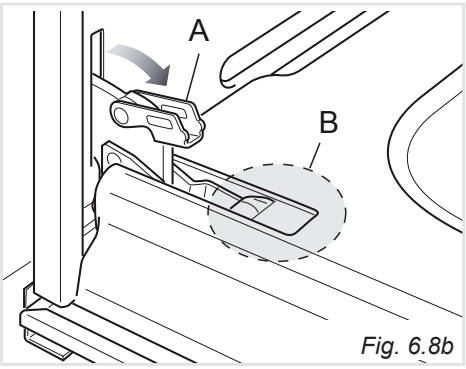
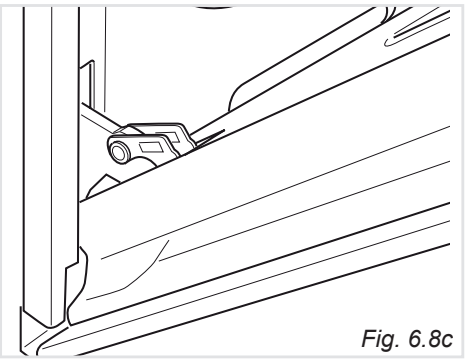

Fig. 6.8b
Fig. 6.8c
- Open the lever "**A**" completely on the left and right hinges (fig. 6.8b).
- Gently close the door (fig. 6.8c) until left and right hinge levers "**A**" are hooked to part "**B**" of the door (fig. 6.8b)